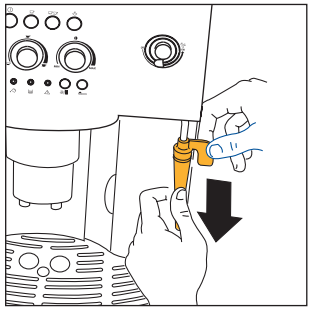

Abb.26
- Die Dampfdüse aus dem Abgaberohr nach unten herausziehen (Abb. 26).